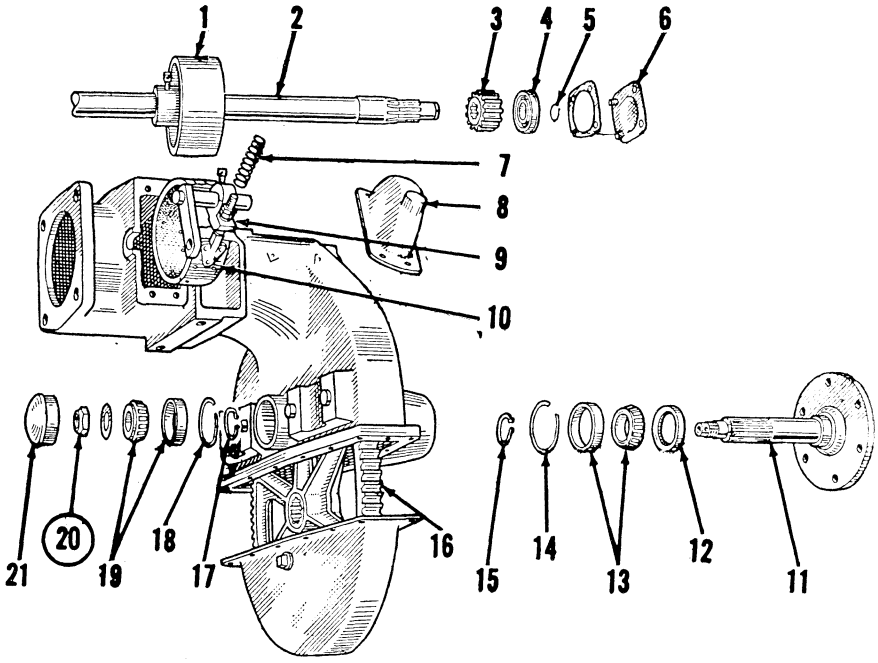
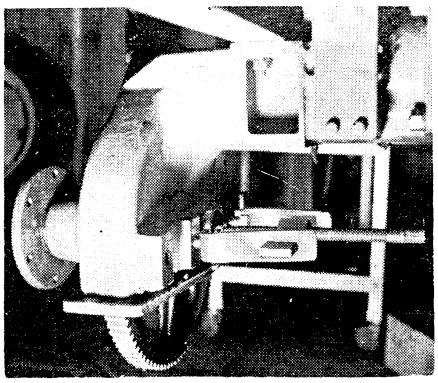

*Fig. MH27—Pony final drive assembly. Wheel axle shaft bearings are adjusted by nut (20). Brake drum (1) is keyed to final drive shaft (2).*
*Fig. MH28—Removing Pony wheel axle shaft and bull gear. Puller screws are threaded into drawbar mounting holes in housing.*
59. **MASTER (BULL) GEAR AND WHEEL AXLE SHAFT.** Bull gear or wheel axle shaft may be removed without detaching final drive housing from tractor. Place jack under transmission and remove rear wheel and drawbar. Take down bull gear cover; remove dust cap (21-Fig. MH27) and staked nut (20). Remove inner bearing cone (19) and the bull gear inner snap ring (17) from the shaft. Install a puller as illustrated in Fig. MH28; then push the wheel axle shaft out of bull gear and housing. Outer bearing cone (13-Fig. MH27) and oil seal (12) will come out with the wheel axle shaft. Inner and outer bearing cups (19) and (13) can be pulled or driven from housing for renewal. Bull gear (16) can be reinstalled in reverse of its original position so that opposite, unworn sides of teeth are in contact with pinion and thus increase life of bull gear. When reassembling, wheel axle shaft bearings should be given a slight amount of pre-load but not enough to compress the housing. Stake nut (20) into groove of wheel axle shaft to lock. Note: If the complete final drive is being overhauled, it is advisable to install bull gear and wheel axle shaft first so that pre-load on bearings can be felt.